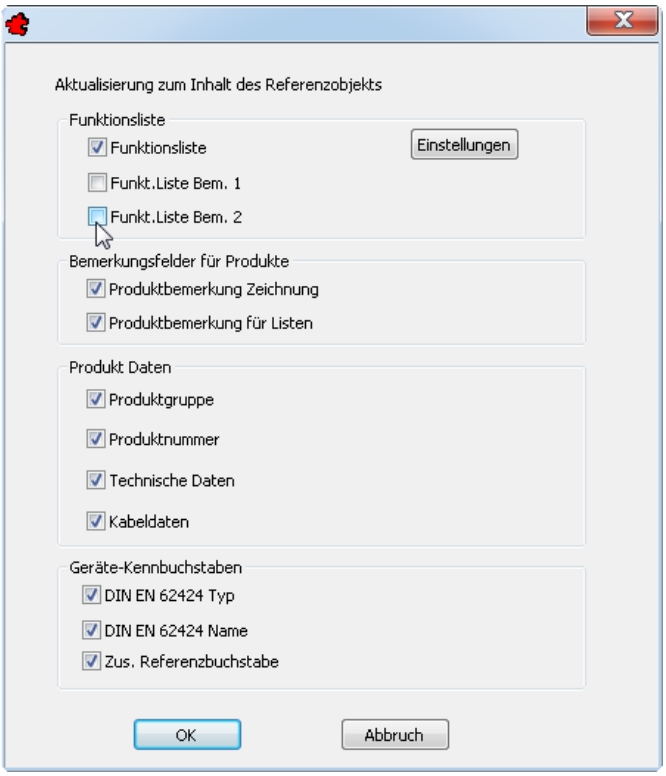

Bild 33.2 – Abwählen der Aktualisierung für Geräte, deren Bemerkungsfelder editiert wurden
- wählen Sie die Optionsfelder *Funkt.Liste Bem. 1* und *Funkt.Liste Bem. 2* ab, wenn Sie z. B. die Funktion *Auf Referenzobjekte aktualisieren, Alle Blöcke* aufrufen (Abb. 33.2).